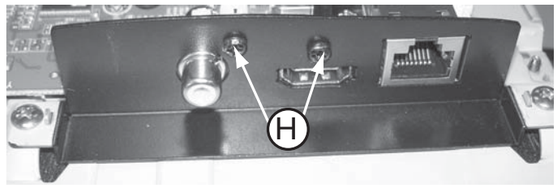

Figure 8
1) Loosen 2 screws “H” at the BD board jack bracket as shown in figure 8.